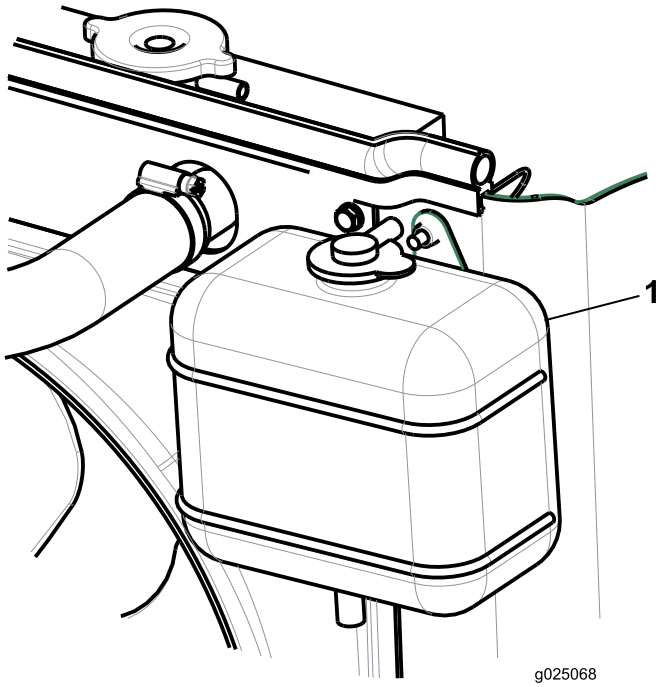

**Figuur 25**
2. Controleer het koelvloeistofpeil in de expansietank (Figuur 25).